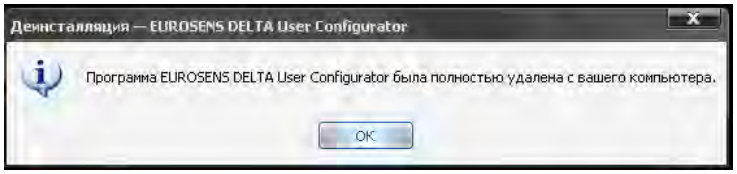

Рис.18
3) подтвердить завершение удаления, нажав кнопку **"ОК"** (рис.18);